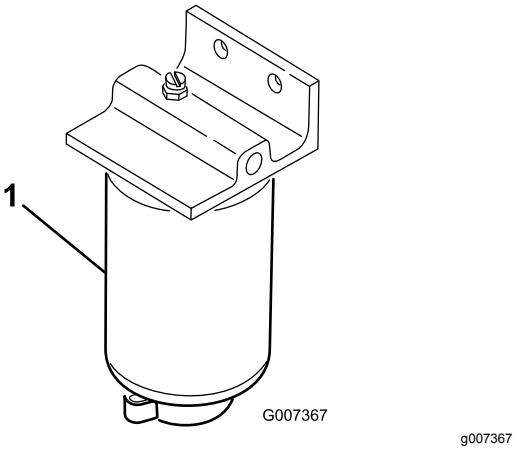

Figur 64
1. Sätt en ren behållare under bränslefiltret (Figur 64).